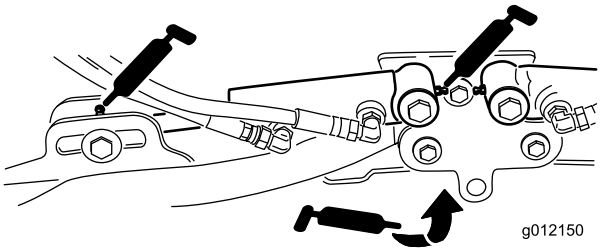

Figuur 44
- Cilinders van hefarmen van maaidek (2 elk) (Figuur 44)
- Draaipunten van hefarmen (1 elk) (Figuur 44)